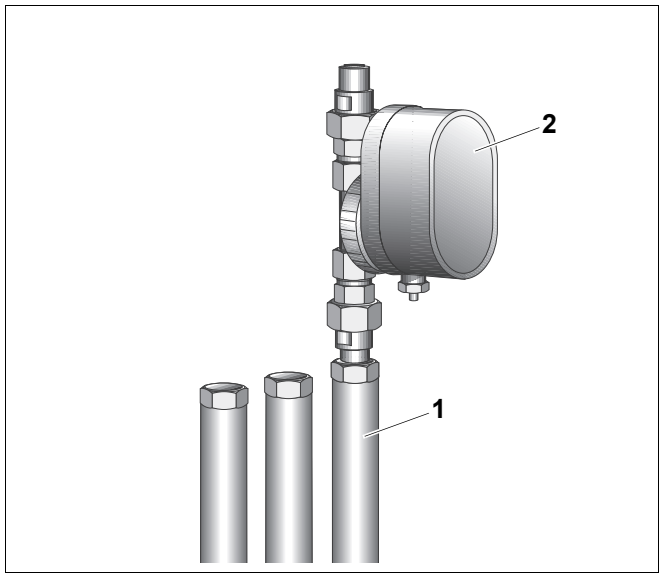

Rys. 30 Montaż pompy cyrkulacyjnej
- Przykręcić pompę cyrkulacyjną (rys. 30, **poz. 2**) ze złączką redukcyjną G ¾ x Rp ½ i uszczelką do rury cyrkulacyjnej (rys. 30, **poz. 1**). Uważać na uszczelnienie i kierunek przepływu!